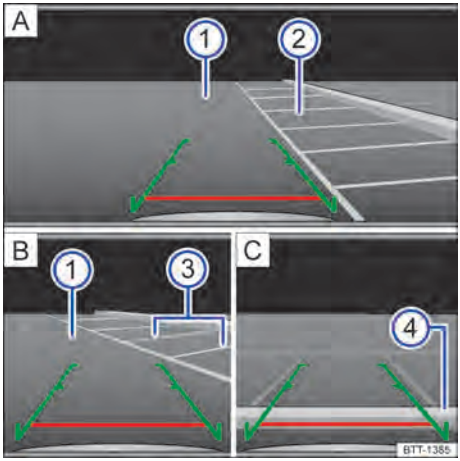

Fig. 115 Exibição do display do sistema do rádio: estacionar com a câmera de marcha a ré.
Legenda para Fig. 115:
– Posicionar o veículo na frente da vaga de estacionamento → Fig. 115 (2) [A].
– Conduzir para trás lentamente e manobrar de modo que as guias verdes laterais conduzam entre as linhas de delimitação da vaga de estacionamento delimitada (2) [A].
– Alinhar o veículo na vaga de estacionamento selecionada de modo que as guias verdes laterais fiquem em cima das linhas de limitação lateral (3) [B].
– Parar o veículo, quando a linha vermelha atingir a limitação traseira (4) [C]. ◁